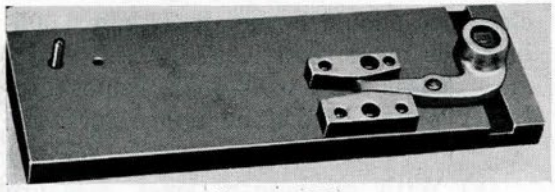

Figure 236
*(a) Inspect diaphragm lever for trueness, using inspection plate (Fig. 236). **(WE175)**